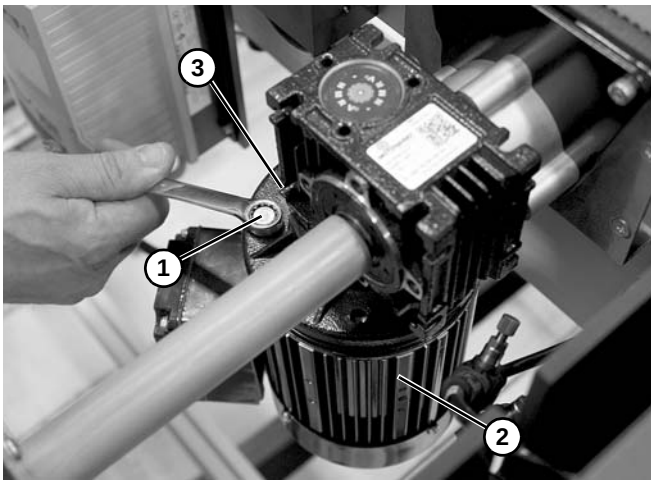

Figure 27
1. Remove hex flange screws **(Figure 27, item 1)** connecting the motor **(Figure 27, item 2)** to the gear reducer **(Figure 27, item 3)**.